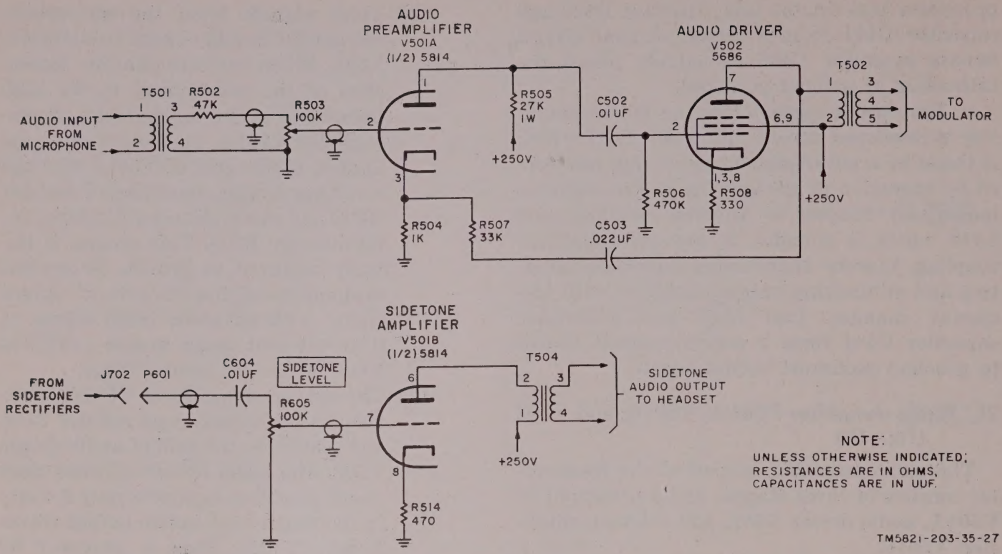
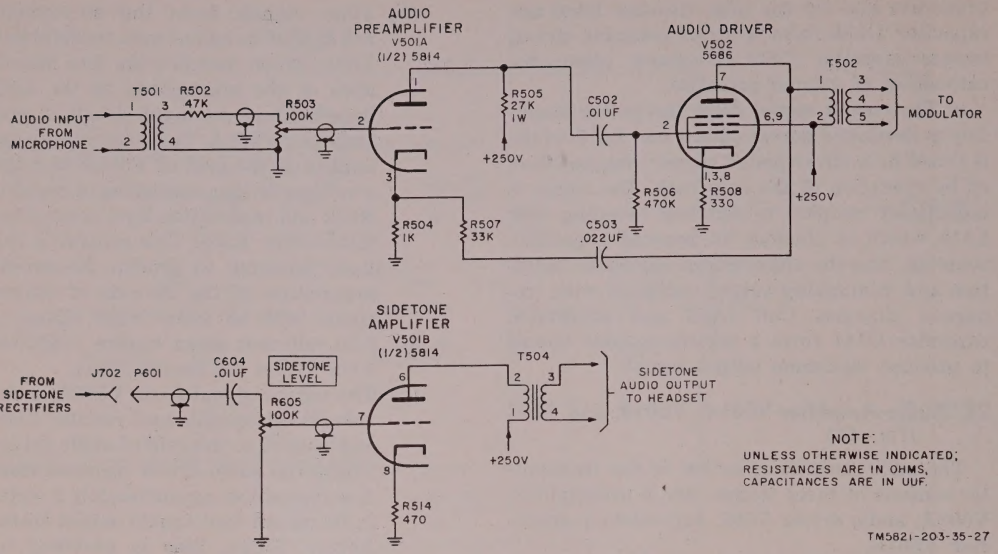
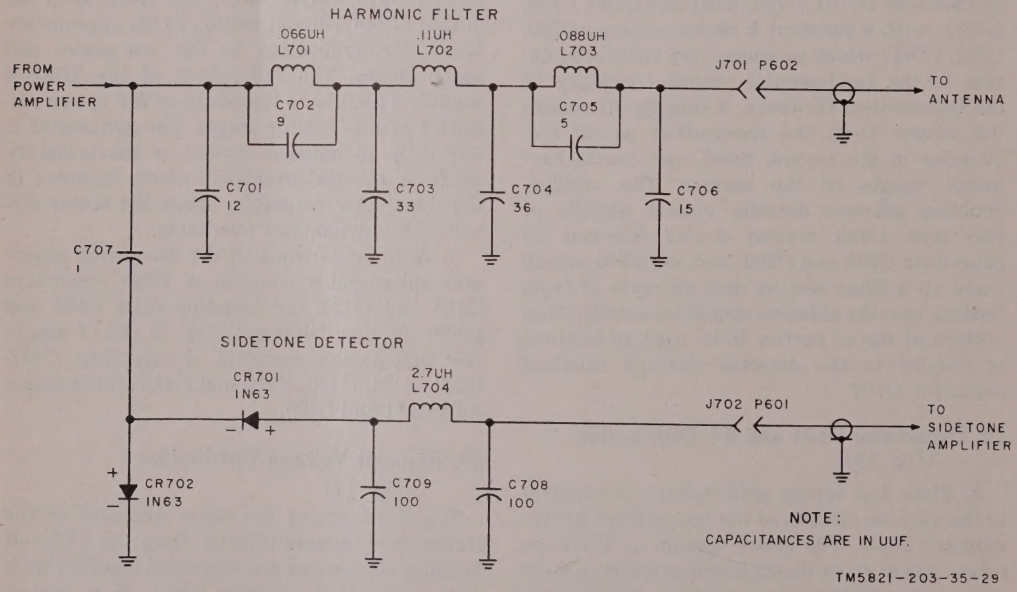

Figure 13. Audio amplifiers V501A, V501B, and V502, simplified schematic diagram.
Figure 13. Audio amplifiers V501A, V501B, and V502, simplified schematic diagram.
Figure 15. Harmonic filter and sidetone detector, simplified schematic diagram.
b. Sidetone Amplifier V501B. The output signal from the sidetone detector (fig. 15) is coupled through a shielded lead and coupling capacitor C604 to SIDETONE LEVEL potentiometer R605 (fig. 13), which is located on the front panel of the transmitter. The center tap of R605 is fed through a shielded lead to the grid of sidetone amplifier V501B which operates class A. Cathode bias is developed across resistor R514. The amplified output voltage is developed across the primary of audio output transformer T504. This transformer acts as an impedance-matching device between the tube and the headset to which the sidetone signal is coupled.
27. Harmonic Filter and Sidetone Detector (fig. 15)